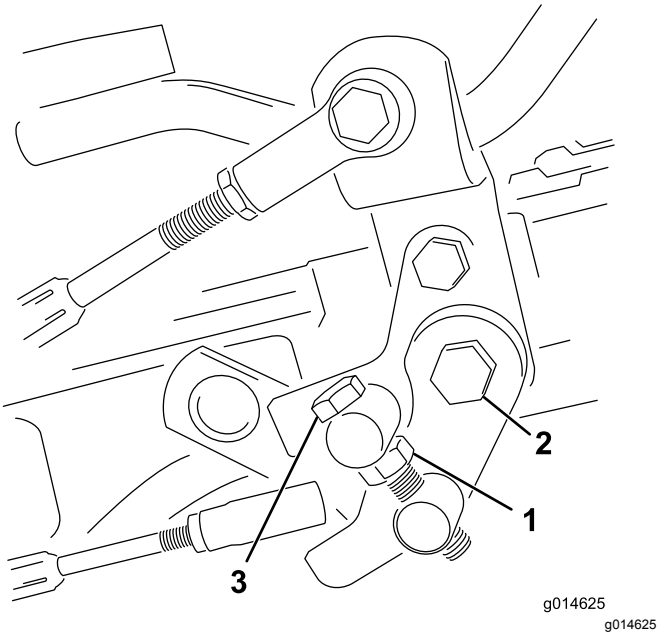

Rysunek 48
1. Poluzuj przeciwnakrętkę na śrubie czopu (Rysunek 48).
4. Dokręć przeciwnakrętkę na śrubie czopu oraz nakrętkę na osi pedału, aby zablokować położenie regulacji (Rysunek 48). Sprawdź efekt regulacji i w razie potrzeby dokonaj korekty.